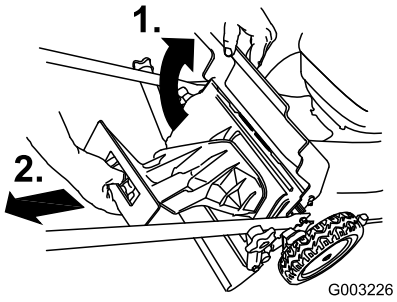

Figura 22
1. Levante y sujete la puerta trasera (Figura 22).
2. Retire el tapón de descarga trasera (Figura 22).